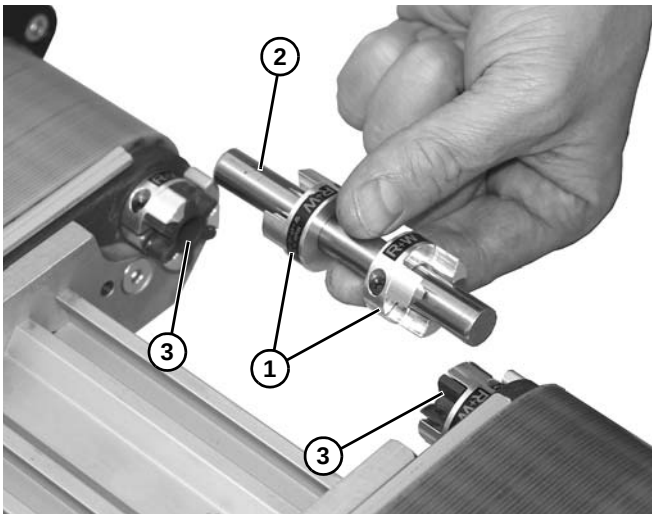

Figure 28
8. Placer la partie intérieure de l'accouplement à 3 branches **(Figure 28, élément 1)** dans l'axe central **(Figure 28, élément 2)**.
9. Placer l'ensemble de l'axe central dans l'extrémité de chaque croisillon à 3 branches **(Figure 28, élément 3)**.